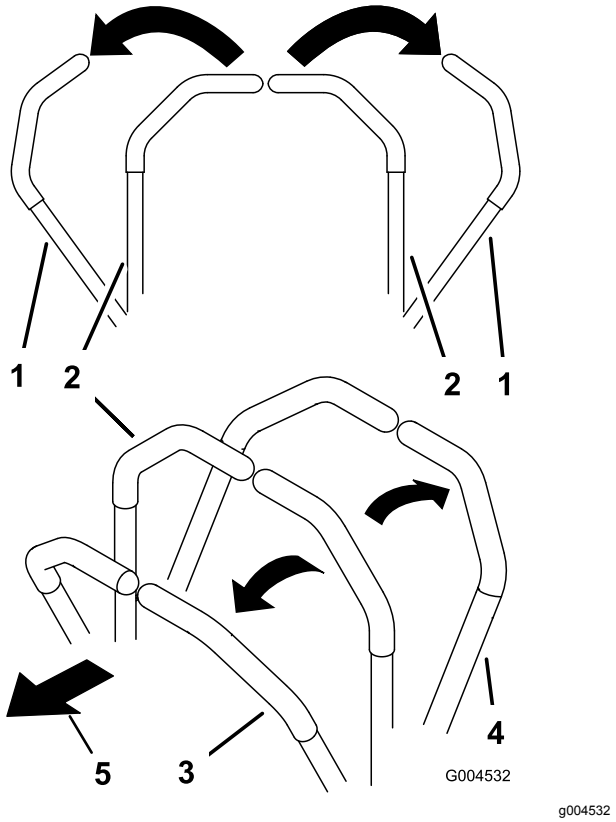

Figur 19
1. Flytt alle kontrollhåndtakene til nøytral, låst stilling (Figur 19).